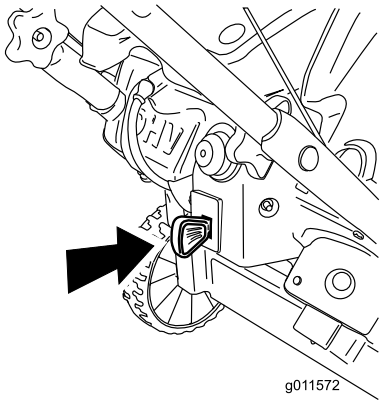

**Rysunek 16**
1. Wsuń kluczyk zapłonu do oporu do pozycji On (Rysunek 16).